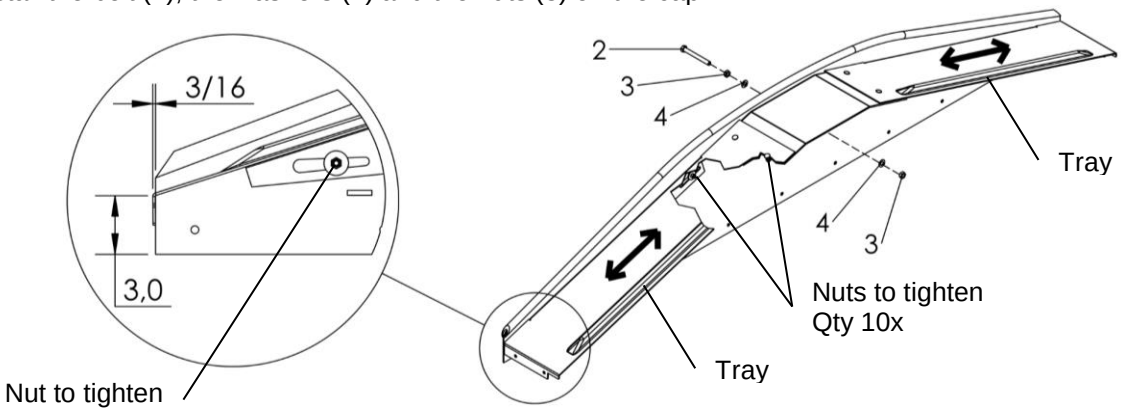

Figure 3
3. **Figure 3.** Adjust the trays' width: they must project **3/16"** from the trailer front. The corners of the trays must be **3"** from the base of the cap.
5. Install the bolt (2), the washers (4) and the nuts (3) on the cap.